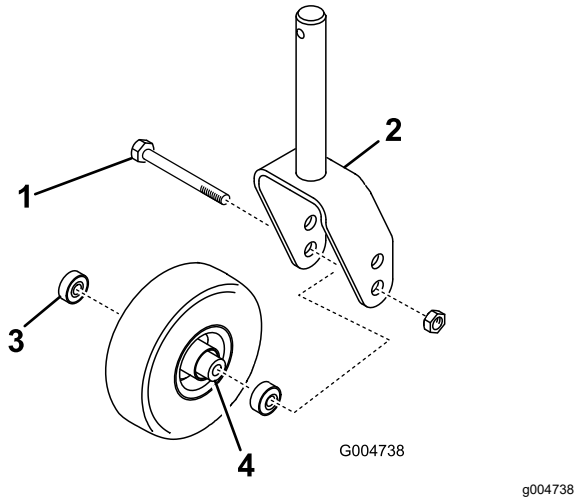

Figur 141
1. Lossa låsmuttern från den skruv som håller fast svänghjulet mellan hjulgaffeln eller svänghjulsarmen (Figur 141).
2. Fatta tag i svänghjulet och skjut ut skruven ur gaffeln eller svängarmen (Figur 141).
3. Ta bort lagret från hjulnavet och låt lagerdistansbrickan ramla ut (Figur 141).
4. Ta bort lagret från hjulnavets motsatta sida (Figur 141).